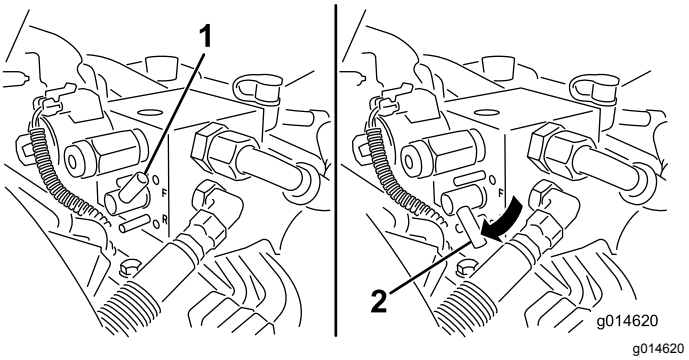

**Figur 50**
5. Vrid slipningsspaken till BAKÅTLÄGET (R) (Figur 50).